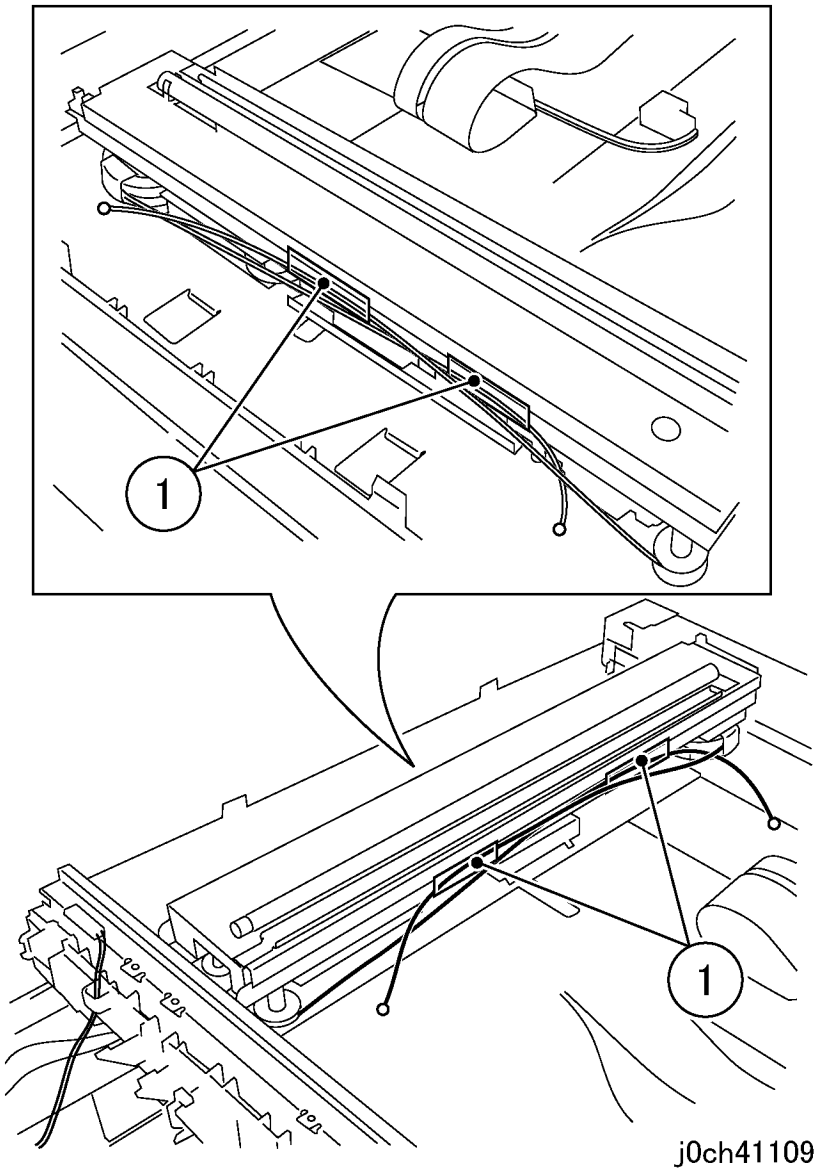

Рисунок 8 Закрепление тросика (j0ch41109)
9. Закрепите тросик каретки на краю каретки IIT лентой (рисунок 8).